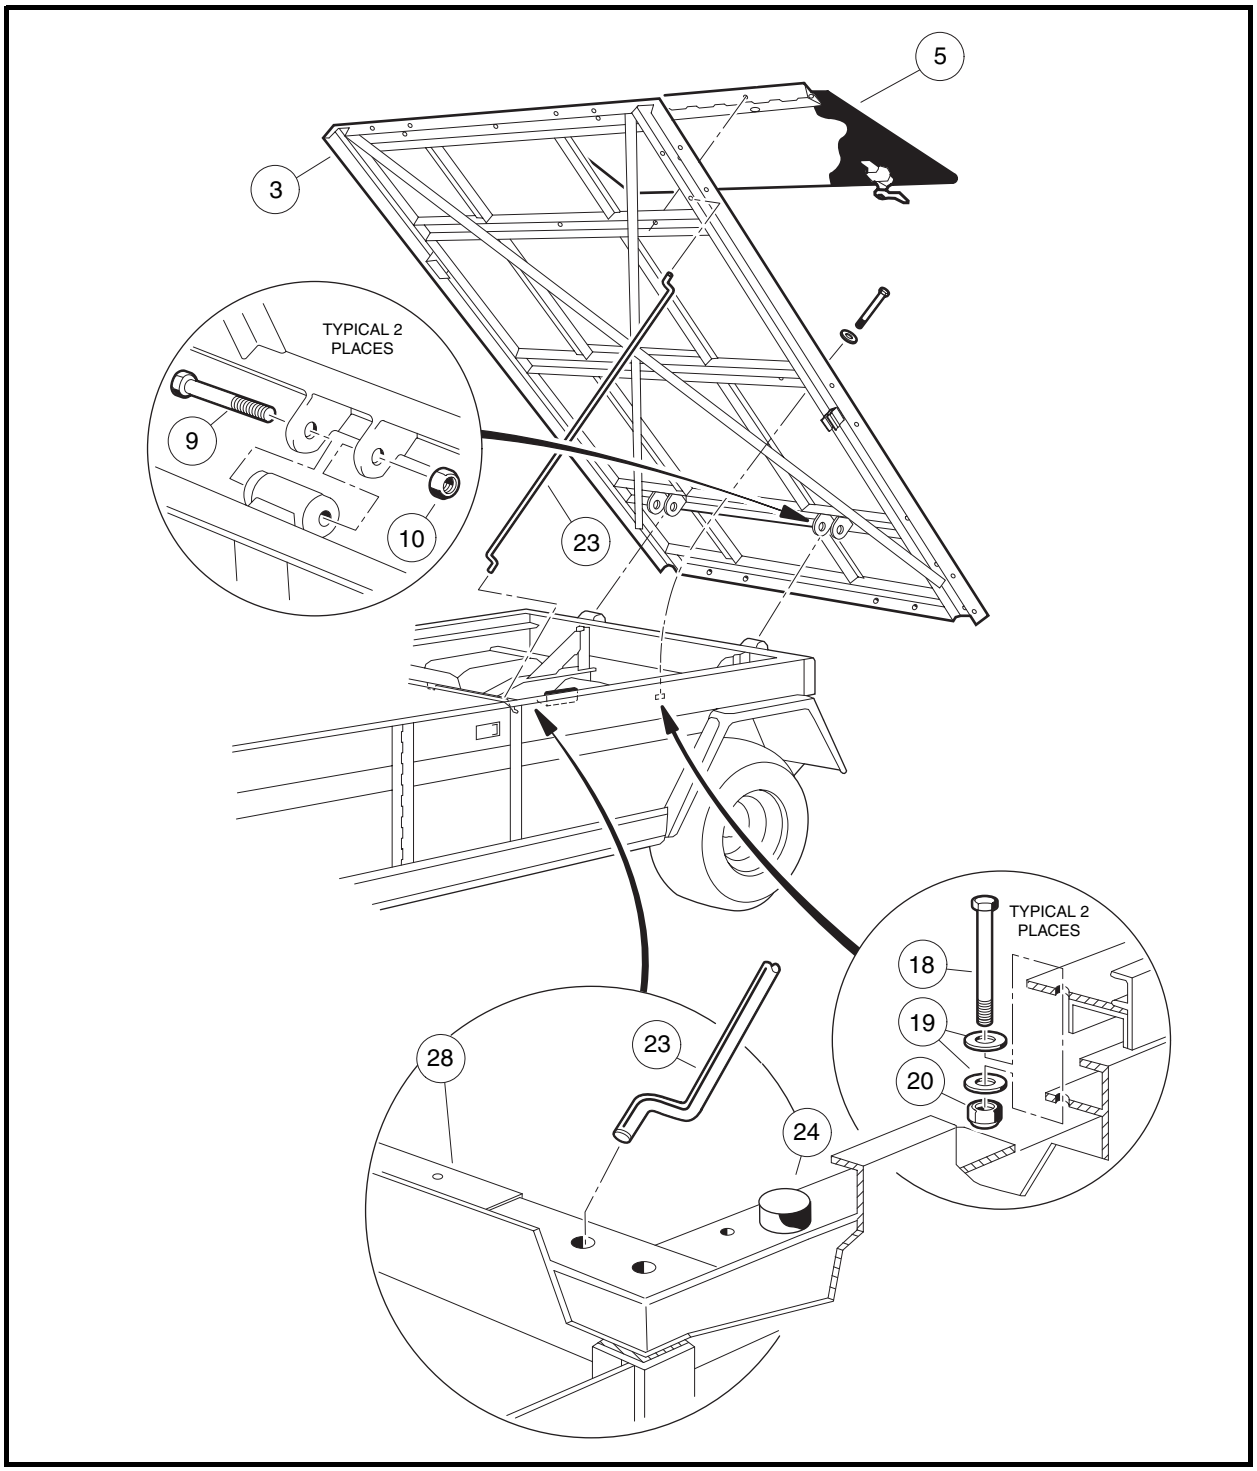

Figure 4-3 Flat Bed – Turf 6 and Carryall 6
1. Open access door in bed (5) and remove two lock nuts (20), four flat washers (19), and two 1/4 x 4 bolts (18). Close and latch access door **(Figure 4-3, Page 4-8)**.
2. Remove two lock nuts (10) from left and right flat bed hinge assemblies.
3. Remove two 3/8 x 3 -3/8 bolts (9). Lift bed from vehicle.
1. Place bed on vehicle with bed front edge 1 inch (2.5 cm) from seat back support panel (28) and open access door (5) **(Figure 4-3, Page 4-8)**.
2. Raise rear edge of bed 6 inches from vehicle frame and position bed so the left and right hand bed supports are resting on the support bumpers (24).
4. Start the bolts (9) into left and right hinge assemblies. It may be necessary to use an alignment tool to align holes in hinge bracket with steel bushing in hinge assembly.
5. Install a nylon lock nut (10) on each bolt and tighten to 14 ft-lb (18.9 N·m).
6. Install 1/4 x 4 bolts (18), flat washers (19), and lock nuts (20) through the bed frame and vehicle frame on both sides of vehicle. Tighten to 75 in-lb (8 N·m) **(Figure 4-3, Page 4-8)**.